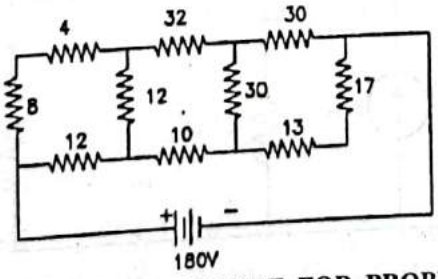

FIG. 1.194 : REFERENCE FIGURE FOR PROBLEM NO. 17
17. Determine the current in 10 Ω resistor in the network of Fig. 1.194 using Thevenin's theorem. [3.98 A]